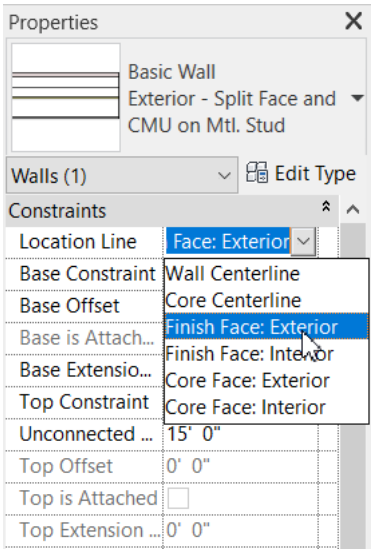

Figure 3-42 *Selecting the* ***Finish Face : Exterior*** *option for the* ***Location Line*** *parameter*
2. Click in the value field of the **Location Line** parameter and select the **Finish Face: Exterior** option from the drop-down list displayed, as shown in Figure 3-42. Choose the **Apply** button to accept the specified values.